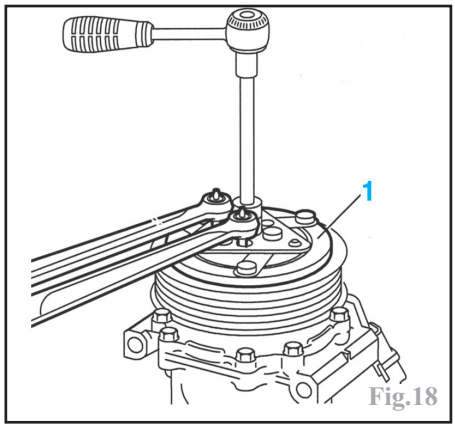

Fig.18
Déposer le plateau (1) d'entraînement (Fig.18)